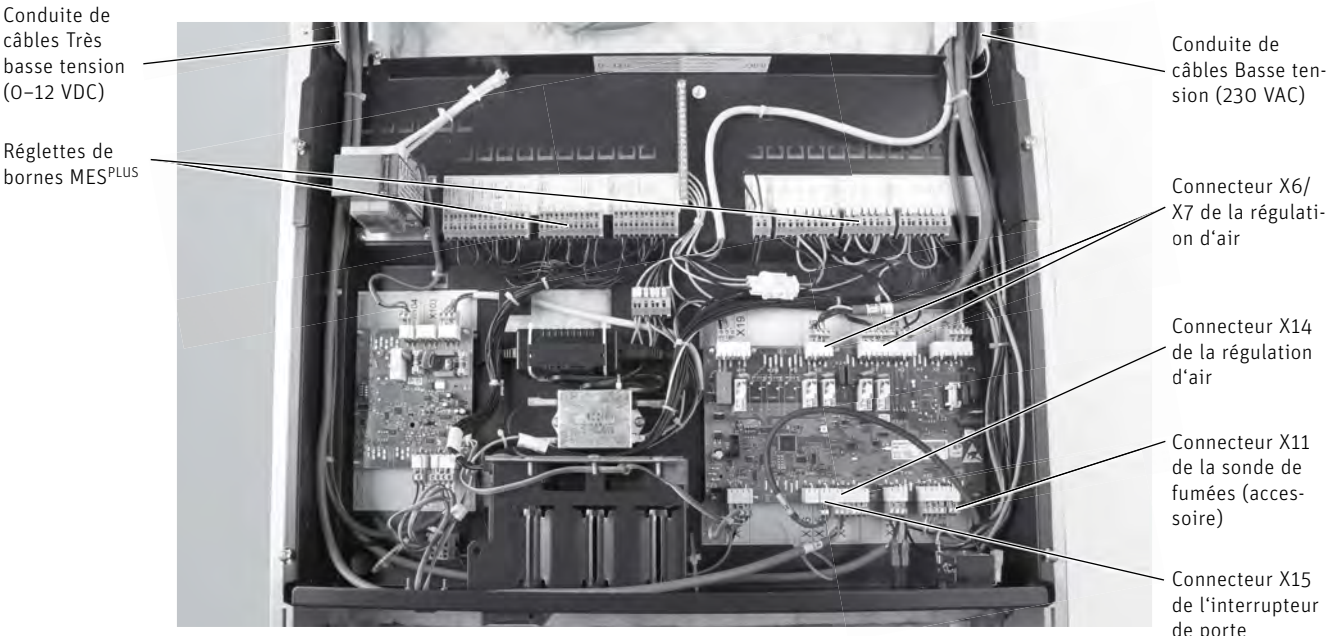

Fig. 168 Ouverture du tableau de commande, branchement des connecteurs – vue avant
- Contrôler dans le tableau de commande si les connecteurs de l'interrupteur de porte, de la sonde de fumées (accessoire) et de la régulation d'air sont correctement branchés. Les câbles et les connecteurs comportent des inscriptions – Fig. 168.
- Les raccords du système de régulation MES^{PLUS} se trouvent sur les réglettes de bornes (bornes à ressorts à cage non vissées), à l'arrière du tableau de commande. Le branchement doit être réalisé avec des câbles en PVC à fils fins – Fig. 168.
ATTENTION Veiller à ce que le câble très basse tension (0–12 VDC) et le câble basse tension (230 VAC) soient posés séparément l'un de l'autre ! Poser les câbles dans les conduites de câbles existantes – Fig. 168